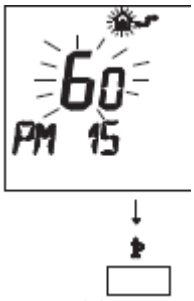

рис. 5.36
• измените установленное значение с помощью кнопок ▲ или ▼ до отображения значения 60, подождите, чтобы запрограммированная цифра начала мигать (см. рис. 5.36).